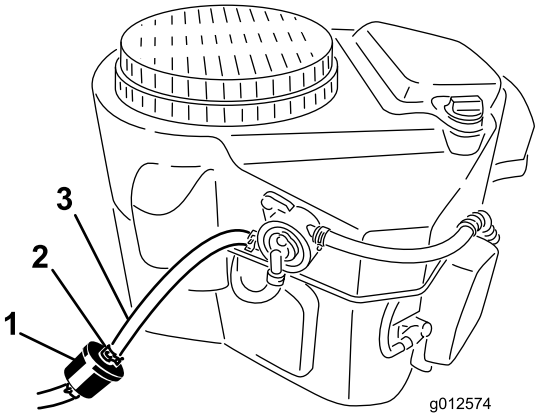

Figura 52
2. Limpie alrededor del tapón del depósito de combustible para evitar que entre suciedad en el depósito (Figura 52).
4. Apriete los extremos de las abrazaderas y deslícelas por el tubo alejándolas del filtro (Figura 52).